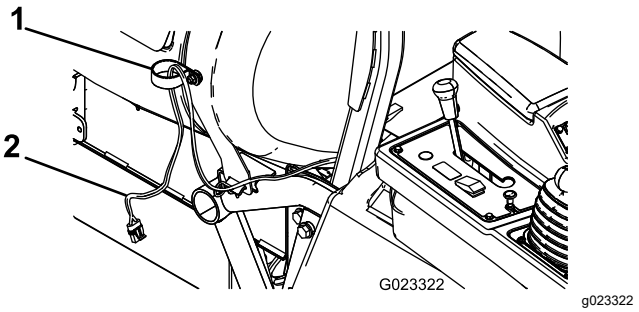

Figure 2
4. Secure a small R-clamp to the carriage bolt using a flange nut (3/8 inch) as shown in Figure 2.
5. Route the hose reel end of the wiring harness through the R-clamp as shown in Figure 2.